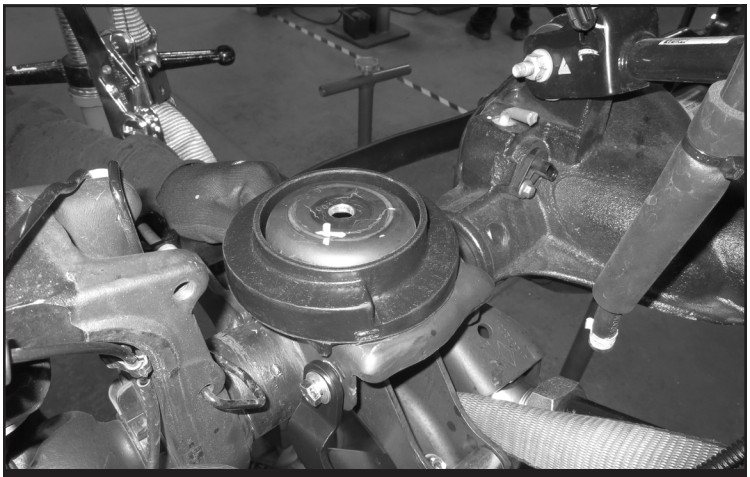

FIGURE 12 - STEP 14
14. Install FT50932 (Coil spring mount) onto the factory coil spring perch. **SEE FIGURES 12**